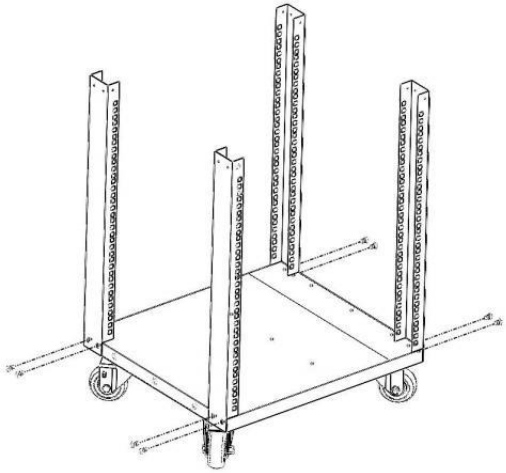

Figura 2
2. Alinear el esquina soporte ( ③ ) con panel inferior ( ② ) , seguro con 2 piezas M 5 ensamblar ly tornillos de fijación (⑦) con destornillador eléctrico . luego adopta mismo paso para fijar el resto de los 3 soportes de esquina (③) . Ver Figura 2 .